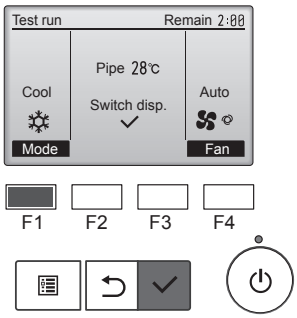

Fig. 7-5
① F1 düğmesine basarak, “Cool” (Soğutma) ve “Heat” (Isıtma) çalışma modları arasında geçiş yapın. (Fig. 7-5)